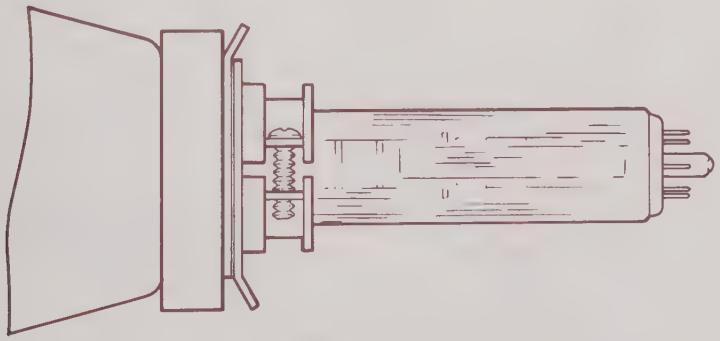

Figure 4-5 Partial View of CRT Neck/Deflection Yoke
16. There are two black centering tabs (ring magnets) toward the back of the yoke (see Figure 4-5). These center the display. Adjust the tabs to align the graticules with the furnished overlay.